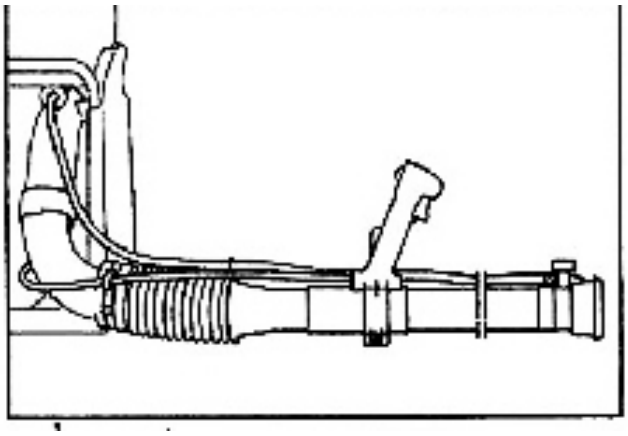

Рис. 4
3) Приєднайте трубку для розприскування, до машини таким чином , як це показано на Рис. 4